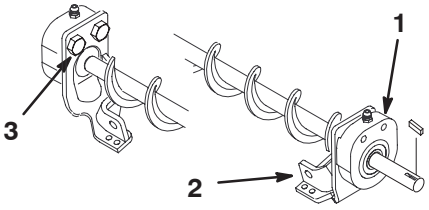

Figure 8
27. Loosen (2) bolts securing each roller brush bearing housing to brush brackets (1/2 wrench) (Fig. 8).
1. Roller brush bearing housing (2)
2. Brush bracket (2)
3. Bolts (4)
28. Adjust roller bearing housings until there is slight contact to 0.010" clearance between roller brush and rear roller. Tighten bolts securing roller bearing housings to brush brackets (Fig. 8).